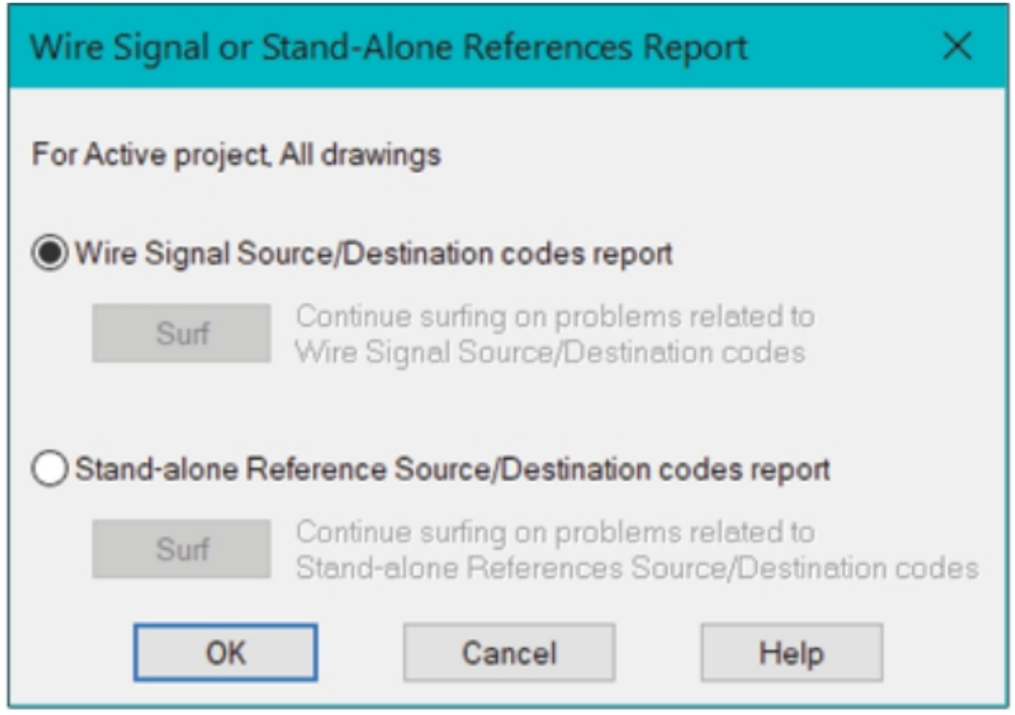

Figure-30. Wire Signal or Stand-Alone References Report dialog box
- Click on the **Signal Error/List** tool from the **Schematic** panel in the **Reports** tab of the **Ribbon**. The **Wire Signal or Stand-Alone References Report** dialog box will be displayed; refer to Figure-30.